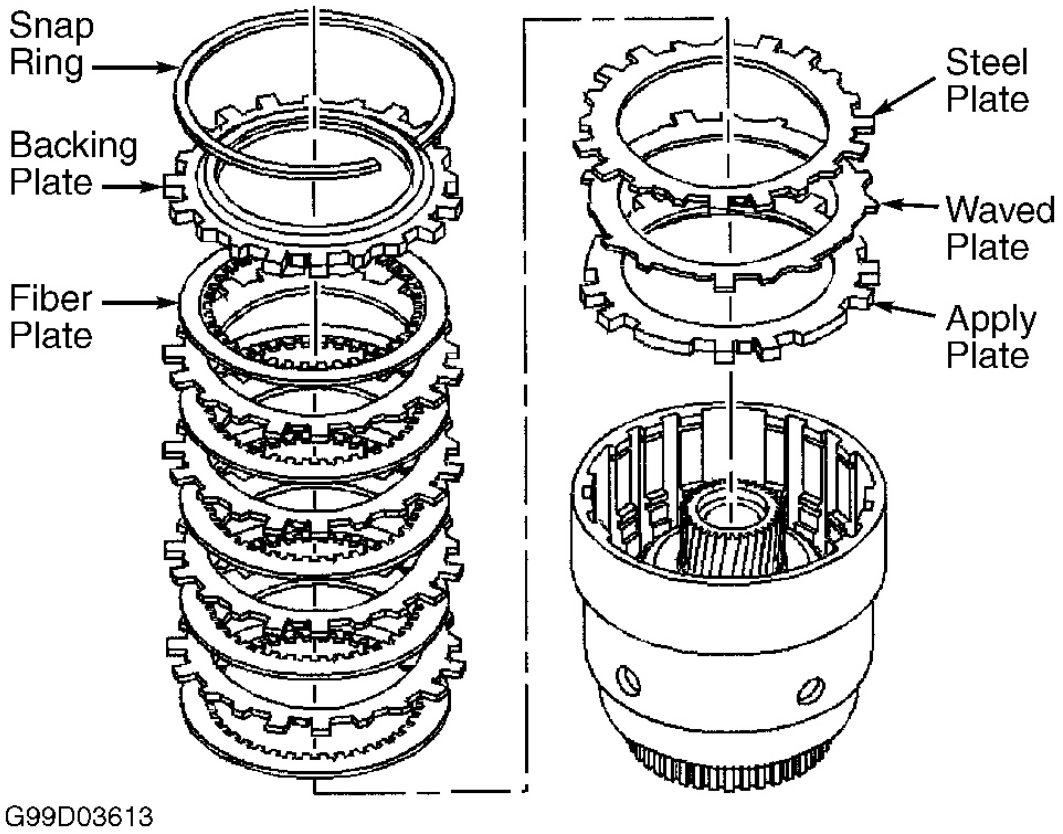

Fig. 44: Installing Forward Clutch Assembly Components
8. Install forward clutch apply plate in input housing. Install forward clutch waved plate. Ensure all plates are aligned with input housing tangs. Starting with steel plate, install clutch plates, alternating steel and composition plates. Install backing plate and snap ring. See **Fig. 44** .